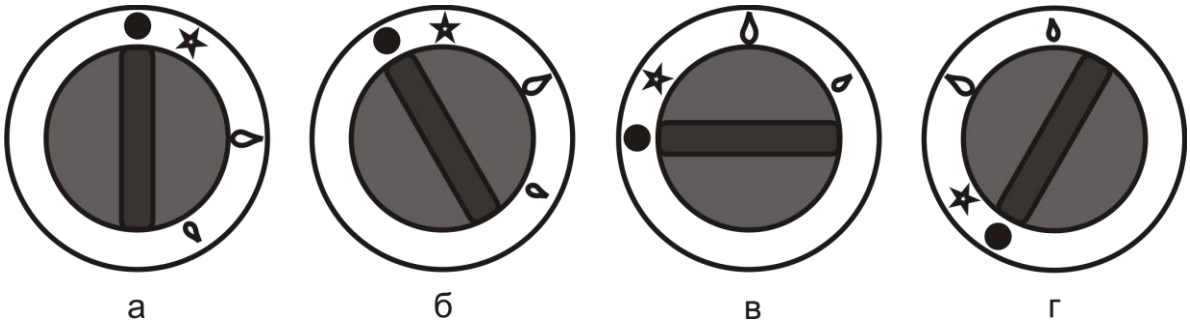

Рис.2 Соответствие положения ручки крана режиму работы горелок
- Убедитесь в том, что ручка крана находится в положении, соответствующем закрытому состоянию (см. рис. 2а). Если кран находится в открытом состоянии, или в состоянии, соответствующем розжигу запальной горелки, переведите кран в закрытое состояние, слегка нажав на ручку крана и повернув ее по ходу часовой стрелки до упора.
После окончания работы с плитой необходимо перевести ручку крана в закрытое состояние (см. рис. 2а) и закрыть кран газопровода.
- В исходном состоянии ручка крана находится в положении, соответствующем закрытому состоянию крана (см. рис.2а).
- Нажав на ручку крана до упора и, удерживая её в нажатом состоянии, поверните её против хода часовой стрелки в положение «розжиг запальной горелки» (см. рис. 2б). Через 3 - 5 секунд (**при первом пуске плиты**, а также после каждой замены баллона СУГ – **через 60 секунд**) поднесите источник огня к запальной горелке или нажмите на кнопку пьезорозжига (располагается слева от ручки управления). Если запальная горелка не зажглась, отпустите ручку крана, и, при повторном нажатии вновь поднесите источник огня к запальной горелке или нажмите кнопку пьезорозжига. После появления пламени в запальной горелке, удерживайте ручку крана в нажатом состоянии в течение 5-10 секунд до срабатывания предохранительного клапана, кнопку пьезорозжига при этом можно отпустить. Затем отпустите ручку управления и убедитесь, что запальная горелка горит. Если запальная горелка погасла, следует повторить процедуру розжига.
- При повороте ручки крана, с легким нажимом на нее, против хода часовой стрелки – кран открывается и осуществляется розжиг основной горелки. Положение крана в режиме «максимальное пламя» и «малое пламя» представлено на рис. 2в и рис. 2г, соответственно.
- При повороте ручки по ходу часовой стрелки в положение «розжиг запальной горелки» (см. рис. 2б) – главная горелка гаснет, а запальная горелка остается зажженной (дежурный режим).
- Для выключения запальной горелки необходимо слегка нажать на ручку крана и повернуть ее по ходу часовой стрелки до упора (см. рис. 2а).
- Включите горелку и переведите ручку крана в режим «малое пламя» (см. рис.2г).